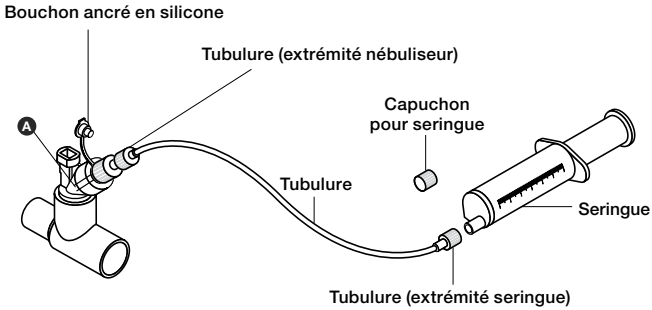

Figure 17. Kit de tubulures de nébulisation continue
7. Insérer la seringue contenant la solution médicamenteuse dans la pompe pousse-seringue (pompe non illustrée dans la Figure 17) et paramétrer le débit approprié (voir le manuel de la pompe ou contacter le fabricant pour obtenir des instructions).